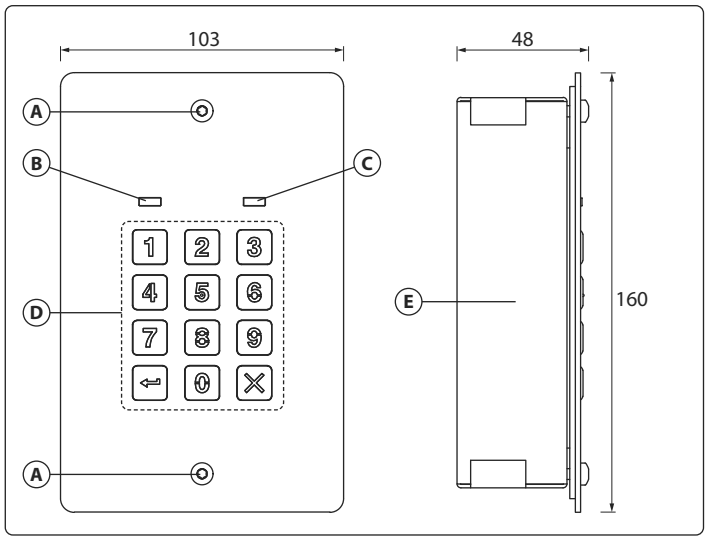

Fig. 1 Art. VX8901F - Montage à encastrement
Pour pouvoir effectuer le montage mural, les connexions et les programmations, il est nécessaire de séparer le dispositif du boîtier d'encastrement ou de surface (selon le modèle choisi) en retirant les deux vis frontales Ⓐ (**Fig. 1**).
4. Quand l'alimentation a été rétablie, attendre que le clavier émette un unique bip et que la LED d'état rouge (**Fig. 1**, Ⓒ) clignote une fois;
5. Attendre de signal de confirmation et que la LED d'état rouge (**Fig. 1**, Ⓒ) clignote à nouveau une fois;